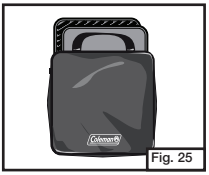

Fig. 25
- Si le réchaud est équipé des accessoires de gril et de plaque chauffante, laissez-le refroidir et rangez-le dans le sac de transport inclus. (Fig. 25)